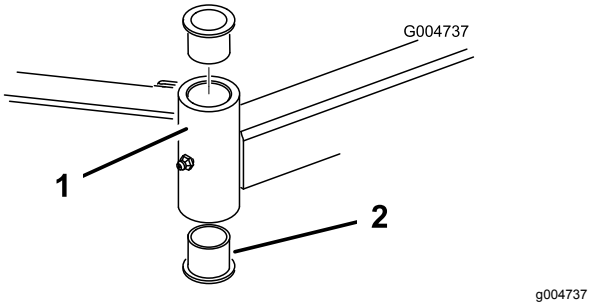

Figuur 106
4. Sla een drevel in de boven- of onderkant van de bevestigingsbuis en tik de lagerbus uit de buis (Figuur 106). Tik ook de andere lagerbus uit de buis. Reinig de binnenkant van de buizen.